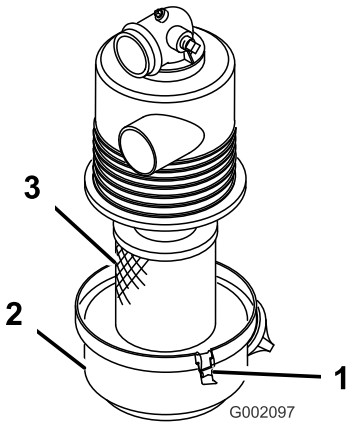

Figur 25
3. Utløs låsene som fester luftrenserdekslet til luftrenserhuset. Ta dekslet av kroppen. Rengjør innsiden av luftfilterdekselet (Figur 25).
4. Før filteret forsiktig ut av luftrenserkroppen slik at minst mulig støv kommer ut (Figur 25). Pass på at filteret ikke slår bort i luftrenserkroppen.